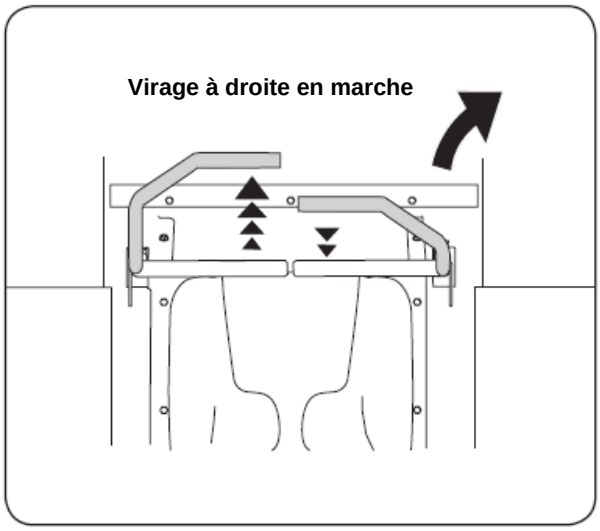

Figure 5-4
2. Pour tourner à droite, reculez le levier de commande de sa position initiale. Consultez la figure 5-4.